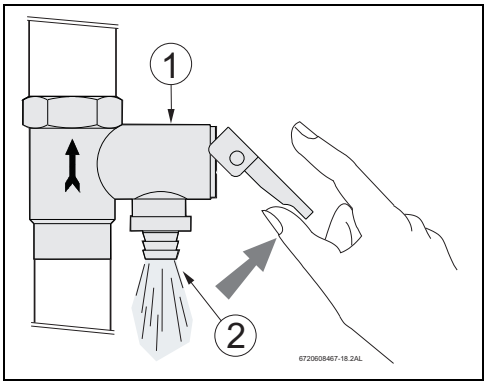

Fig. 54 Soupape de sécurité
- Ouvrir la soupape de sécurité au moins une fois par mois (→ fig. 54) pour garantir sa fonctionnalité.